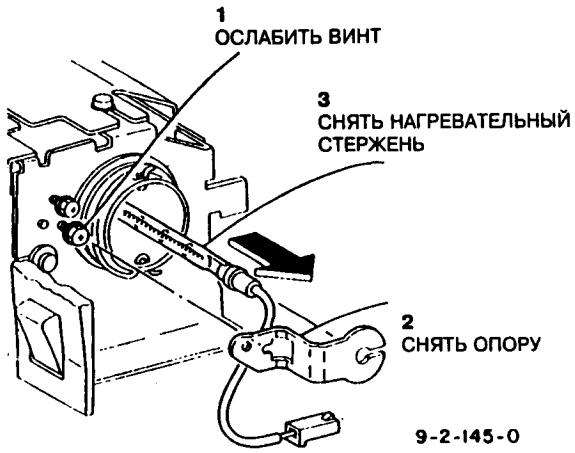

Рис.3 Снятие нагревательного стержня
7. Снять нагревательный стержень (рис.3).
в. Установить опору нагревательного стержня, совместив отверстие с полукруглым выступом ((2) на рис.3).